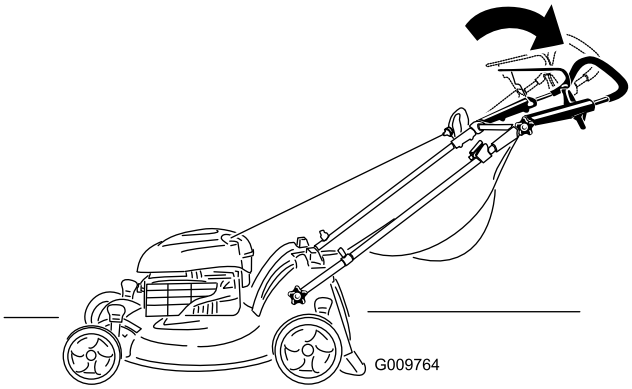

Figuur 19
2. Zet de bovenste handgreep in de gewenste stand (Figuur 19).